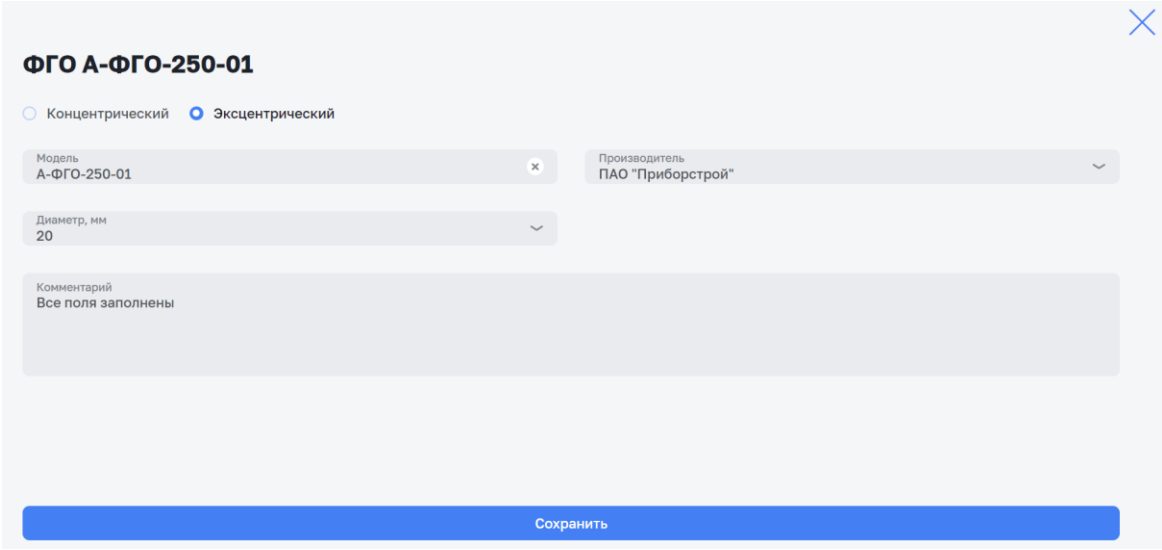

Рисунок 73 – Окно редактирования элемента арматуры
– редактирования (см. Рисунок 73).